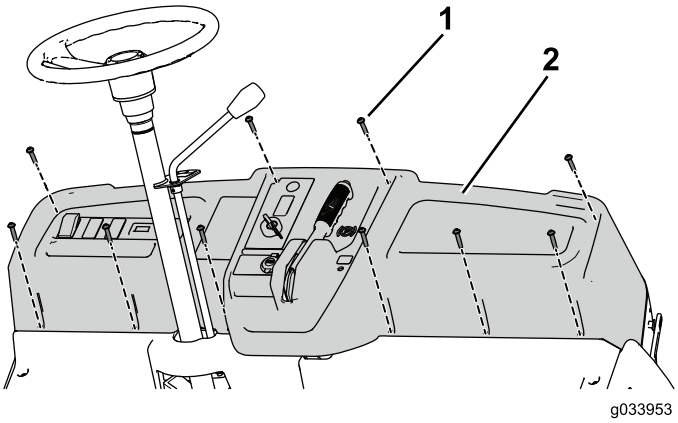

Figure 61
3. Remove the 10 screws (1/4 x 1-1/4 inches) to partially remove the dashboard and disconnect the parking brake (Figure 61).